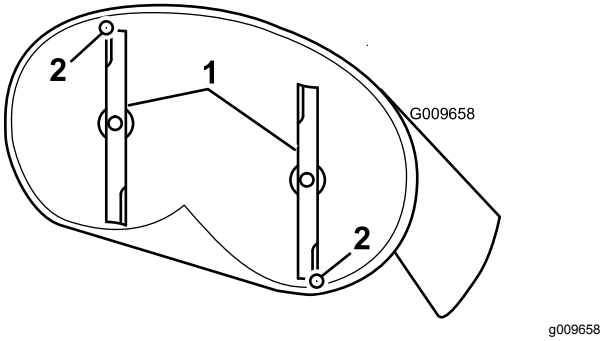
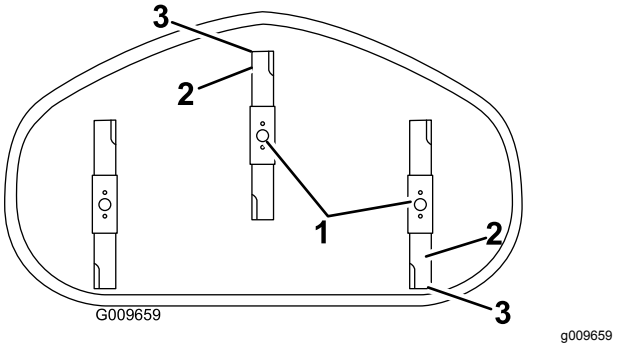

Figuur 62
Figuur 63
4. Draai de messen voorzichtig zodat ze van voren naar achteren staan (Figuur 62 en Figuur 63).
5. Meet de afstand tussen de rand van zowel het voorste mes als de rand van het achterste mes tot het horizontale oppervlak (Figuur 62).
7. Controleer de schuinstand nogmaals na het instellen, ga door met het instellen van de moer totdat de rand van het voorste mes 1,6 tot 7,9 mm lager staat dan de rand van het achterste mes (Figuur 62).